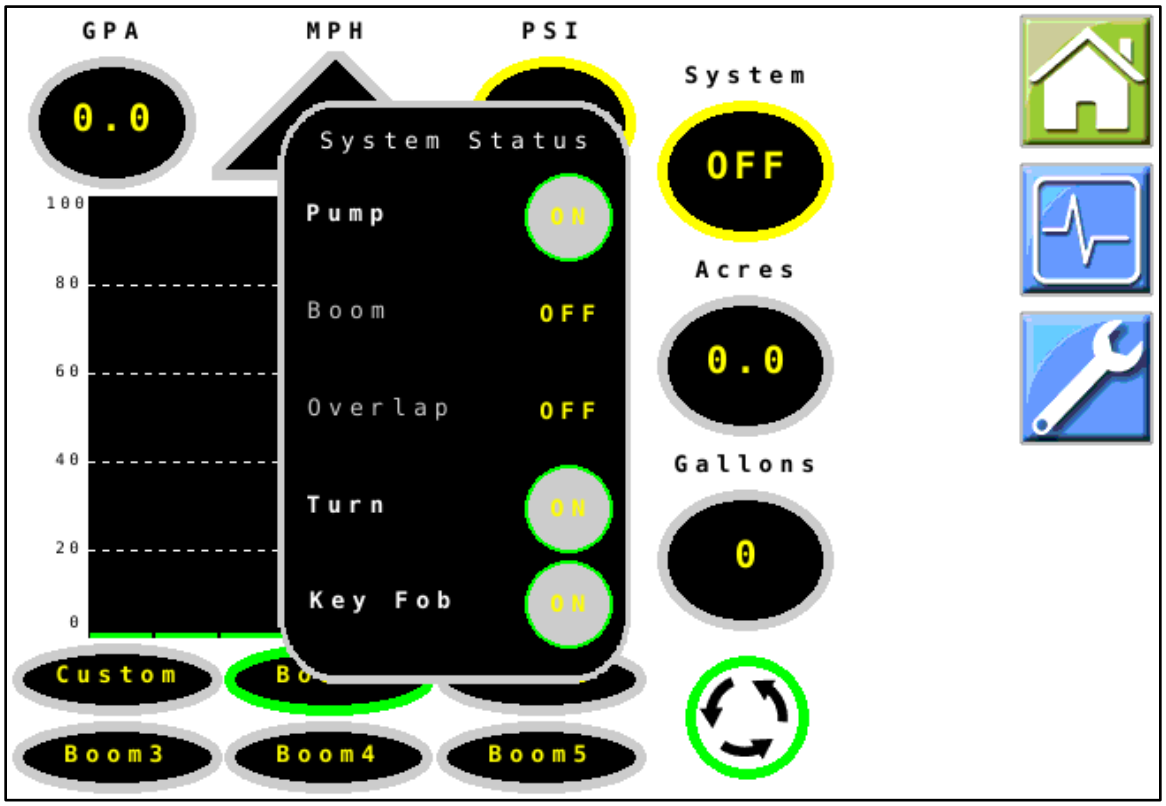

Figure 5 — Key Fob Verification
9. *Figure 5:* Tap the **Home** icon to return to the home screen. Select **System > Key Fob.**